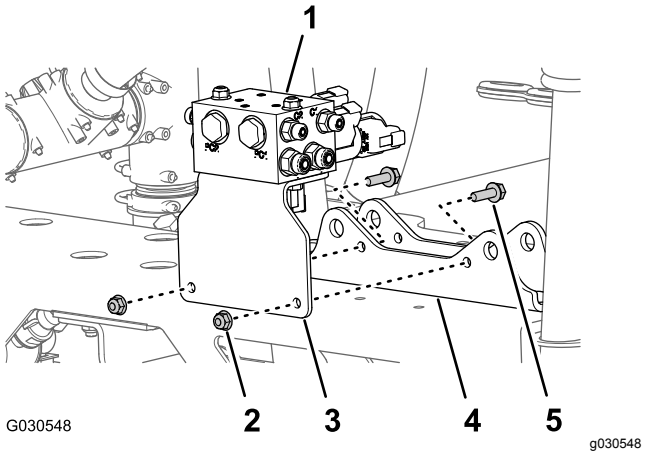

Figur 76
3. Ta bort de två flänslåsmuttrar (5/16 tum) och två flänsskruvar (5/16 x 1 tum) som fäster stödfästet för sprutrampslyftens grenrör på cylinderfästet, och ta bort grenröret och fästet från maskinen (Figur 76).